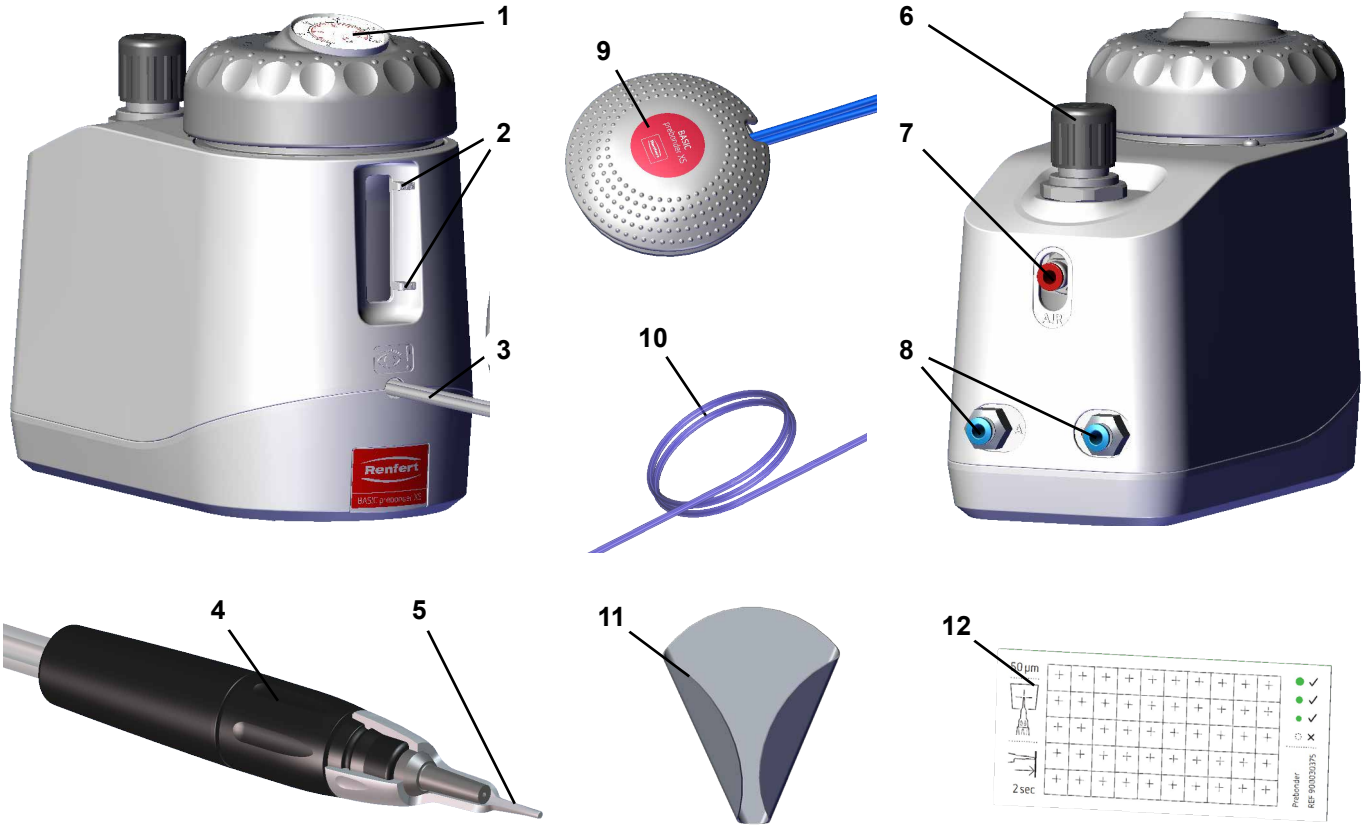

Abb. 1
⇒ Druckluftschlauch (10, Abb. 1) bis zum Anschlag in Schlauchanschluss (7) einstecken. Dabei ist ein leichter Widerstand spürbar zu überwinden.